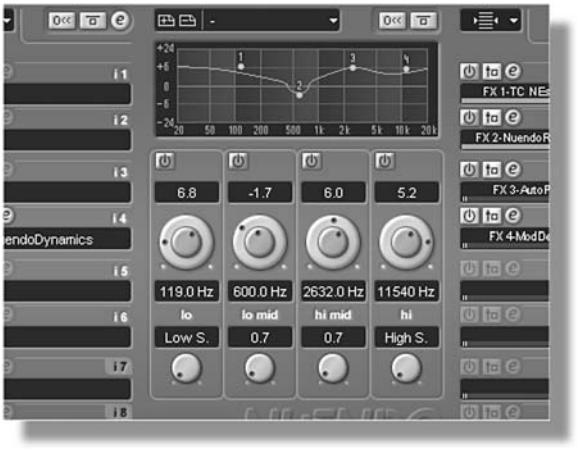

Figure 6.76. *Nuendo's EQ within the Channel Settings window. (Courtesy of Steinberg Media Technologies GMBH, www.steinberg.net.)*
- *Equalization*—EQ is, of course, a feature that's often implemented at the basic level of a virtual input strip (Figures 6.76 and 6.79). Most systems give full parametric control over the entire audible range . . . offering overlapping control over several bands, with a variable degree of bandwidth control (*Q*). Beyond the basic EQ options, many third-party EQ plug-ins are available on the market that vary in complexity, musicality, and market appeal (Figures 6.81 and 6.82).